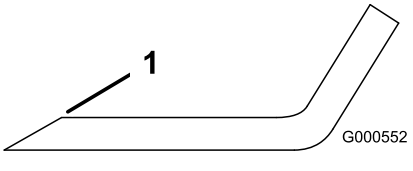

Figur 103
1. Slipa eggarna i båda ändarna av kniven med en fil (Figur 103).
Obs: Om kniven inte är balanserad kan du fila bort lite metall från knivens segeldel (Figur 103).